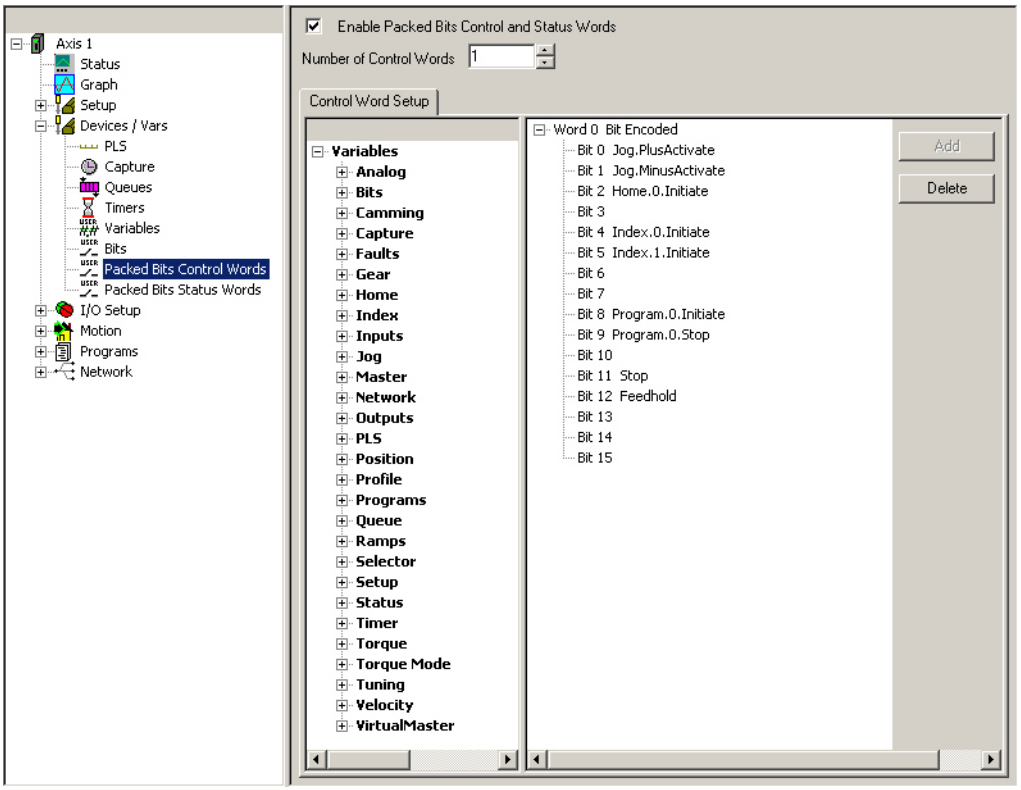

Figure 87: Packed Bits Control Words View
Control Words handle data being written to the user defined drive bit-level parameters. The user configures the Control Word(s) by dragging-and-dropping the desired bit-level parameters they wish to write into the Control Word mapping. Figure 87 below shows the Packed Bits Control Words view onto which the user has dragged several motion initiate parameters.
- Add Button: Using the Add Button method, the user navigates the parameter tree to find the desired parameter they wish to control. Once the desired parameter is found, the user left clicks on the parameter to highlight it. Then the user clicks on the desired bit of the Control Word to highlight it. Once both are highlighted, the Add button on the right side of the view (see Figure 87 above) should become enabled. Simply click the Add button and the highlighted parameter will be assigned to the highlighted bit on the Control Word.